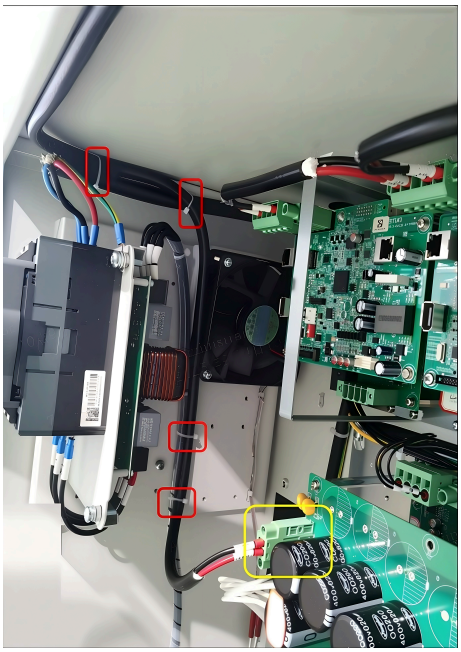
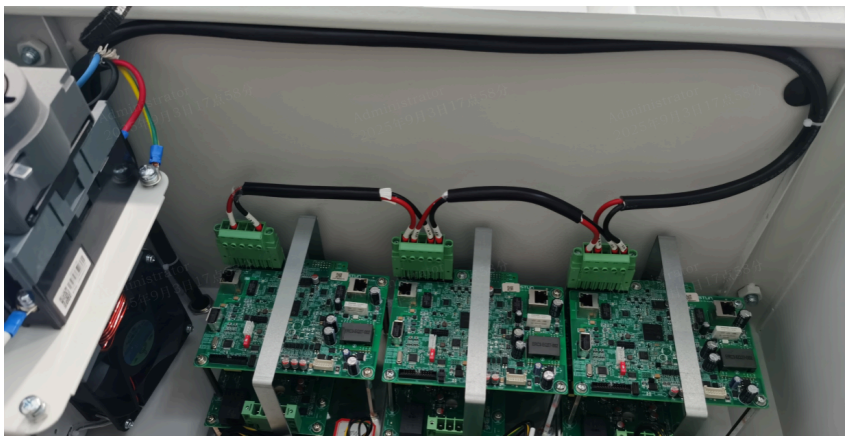

图 5-1 旧扎带拆除与重新布线
图 5-2 插头端接与紧固
a. 清理旧扎带：按照图 5-1 旧扎带拆除与重新布线位置，剪掉原有旧扎带，释放束缚的电源线束；
b. 规范布线布置：参考图 5-1 旧扎带拆除与重新布线线束走向，将电源线整理至指定路径，确保线束顺直、不扭曲、不交叉；
c. 初次扎带固定：在图 5-1 旧扎带拆除与重新布线红色框选的捆扎点位置，使用新扎带进行捆扎，固定线束形态。
步骤2 **插头端接与紧固**（图 5-1 旧扎带拆除与重新布线、图 5-2 插头端接与紧固通用要求）
a. 插头对位连接：将电源线插头对准图 5-2 插头端接与紧固指定位置，平稳插入，确保插头与接口完全契合；